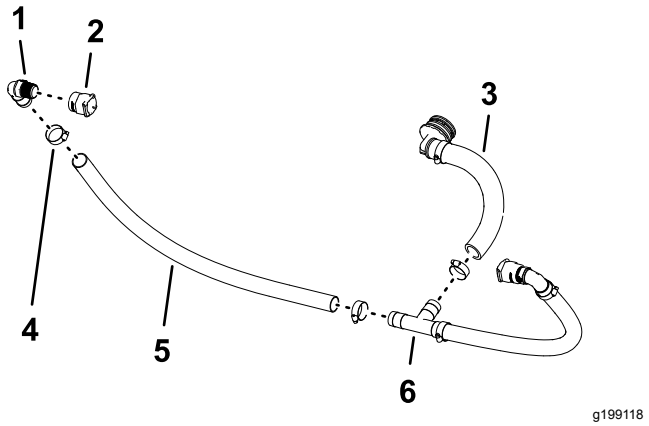

Figur 90
2. Monter lyntilslutningsfittingen (sokkel – 3/4 tomme) på 90° fittingen med modhager (1 x 3/4 tomme NPT) som vist i Figur 90.
3. Monter 90° fittingen med modhager (1 x 3/4 tomme NPT) i slangen (1 x 26 tommer), og fastgør slangen til fittingen med en slangeklemme (Figur 90).
4. Monter den ledige ende af slangen på T-stykket som vist i Figur 90, og fastgør slangen på fittingen med en slangeklemme.
6. Monter 90° fittingen med modhager og slangeenheden på T-stykket, og fastgør slangen til fittingen med en slangeklemme (Figur 90).